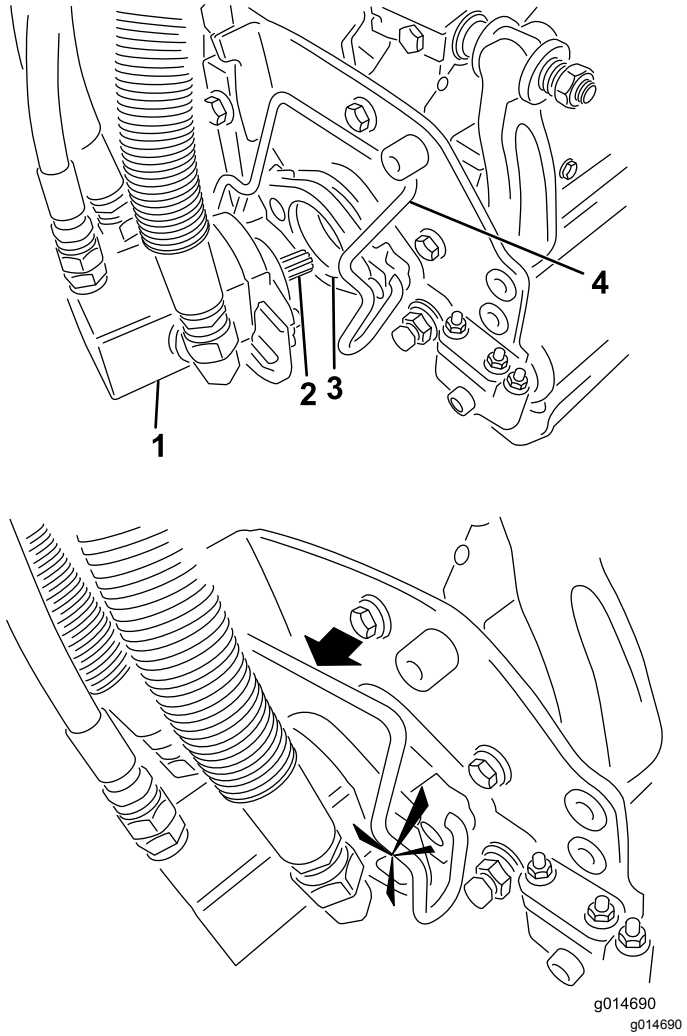

Rysunek 44
5. Nasmaruj wał z wypustem silnika zespołu tnącego cienką warstwą smaru (Rysunek 44).
6. Umieść silnik po lewej stronie jednostki tnącej (patrząc ze stanowiska operatora) i pociągnij pręt mocujący silnik na jednostce tnącej w kierunku silnika, aż do usłyszenia charakterystycznego kliknięcia po obu stronach silnika (Rysunek 44).